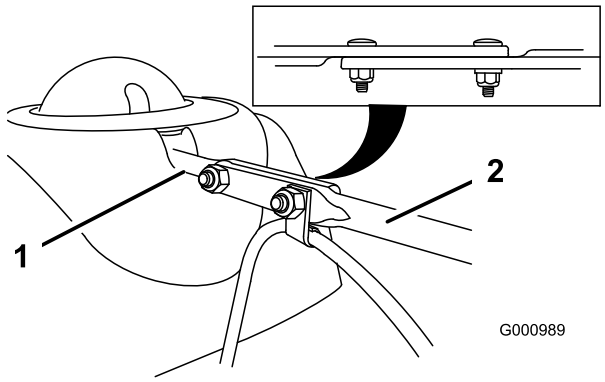

Figura 14
3. Allineate il lato posteriore piatto della lunga asta di comando del camino di scarico con il lato anteriore piatto dell'asta corta che protrude dal quadro di comando, in modo che siano inseriti l'uno nell'altro (Figura 14).